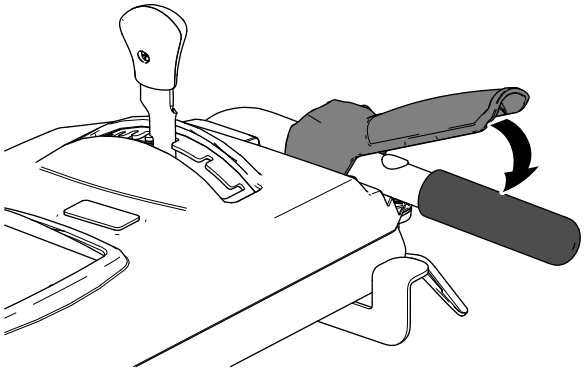

**Figure 19**
3. Pour engager la brosse, serrez lentement le levier de commande droit contre la poignée (Figure 19).